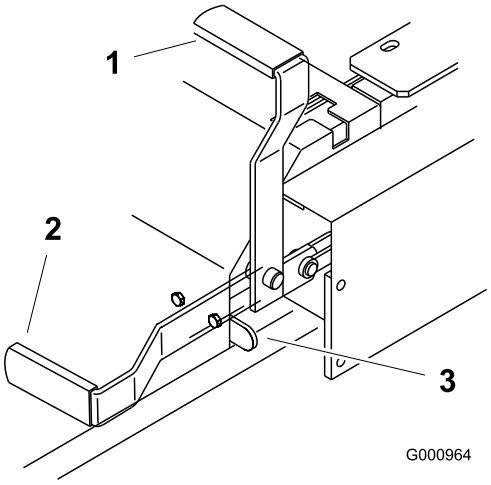

Figur 12
2. Træk parkeringsbremsegrebet tilbage og op for at aktivere parkeringsbremsen (Figur 12). Parkeringsbremsegrebet skal blive i aktiveret position.
Tryk parkeringsbremsegrebet fremad og ned for at deaktivere parkeringsbremsen (Figur 12). Parkeringsbremsen er deaktiveret, og håndtaget hviler mod bremsestoppet.